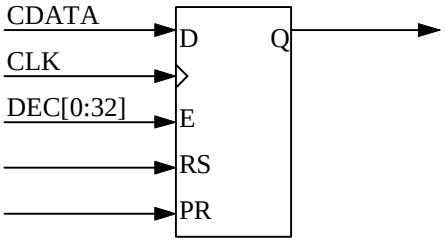

Figure 3. The FF Latch
The C[0:4], CDATA, and CLK lines are used to control the bit levels of the units inside the DDR chip, as well as several control lines of the SVX3 chips. Figure 3 shows one of the FF latches. The CDATA and CLK line connects directly to all D and clock inputs of the FFs, respectively. The output of the decoder (a 5 inputs to 32 output decoder) is connected to the enable (E) input of the FF. Therefore, to set and reset a bit of some internal unit of the DDR chip or a control line of the SVX3 chip one has to proceed in the following way: